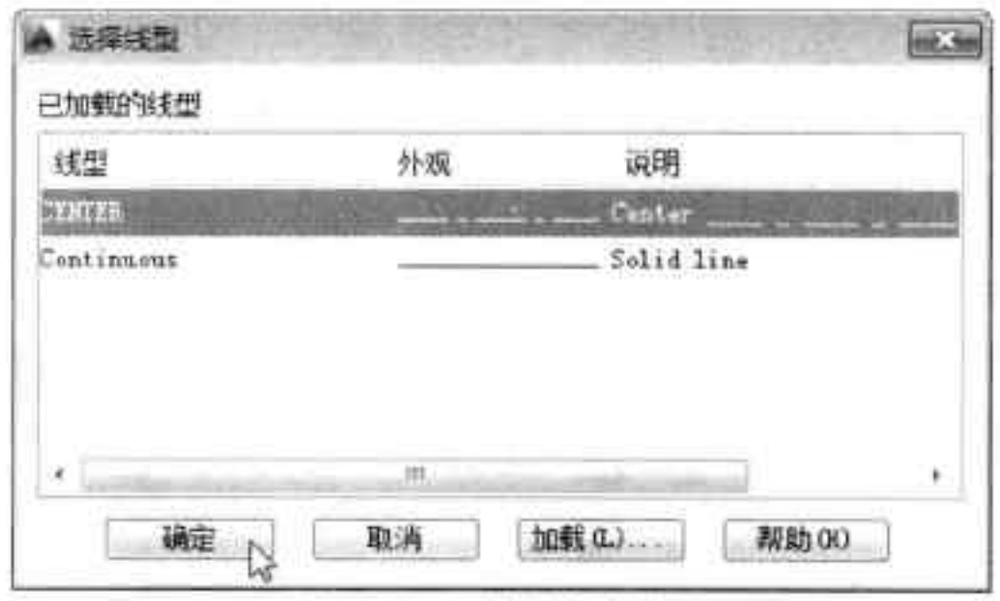

图21-47 选择加载线型
Step 06 返回到上一对话框，选中刚加载的“CENTER”线型，单击“确定”按钮，如图 21-47 所示。